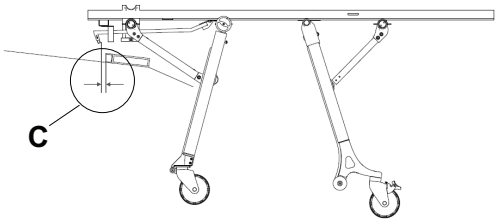

Figura 15 – Jocul dintre cârligul de siguranță și placa de prindere
- Jocul orizontal (C) dintre cârligul de siguranță și placa de prindere este suficient pentru descărcare (Figura 15)